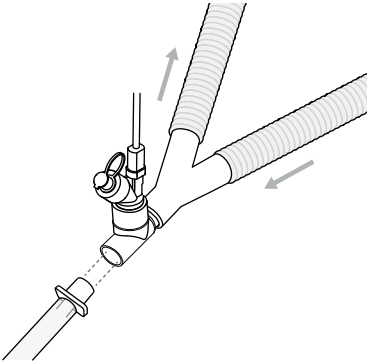

Figura 8. Il sistema Aerogen Solo è collocato tra il raccordo a Y e il tubo endotracheale.
3. Il sistema Aerogen Solo può essere collocato tra il raccordo a Y e il tubo endotracheale, come mostrato in Figura 8. Il sistema Aerogen Solo può essere usato con uno scambiatore di calore-umidità (HME) che potrebbe contenere un filtro.